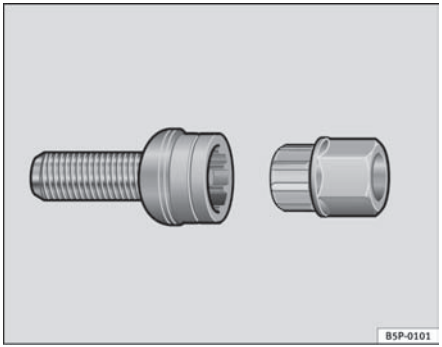

Fig. 175 Anti-theft wheel bolt
– Insert the adapter onto the wheel bolt and push it on as far as it will go ⇒ page 237, fig. 175.